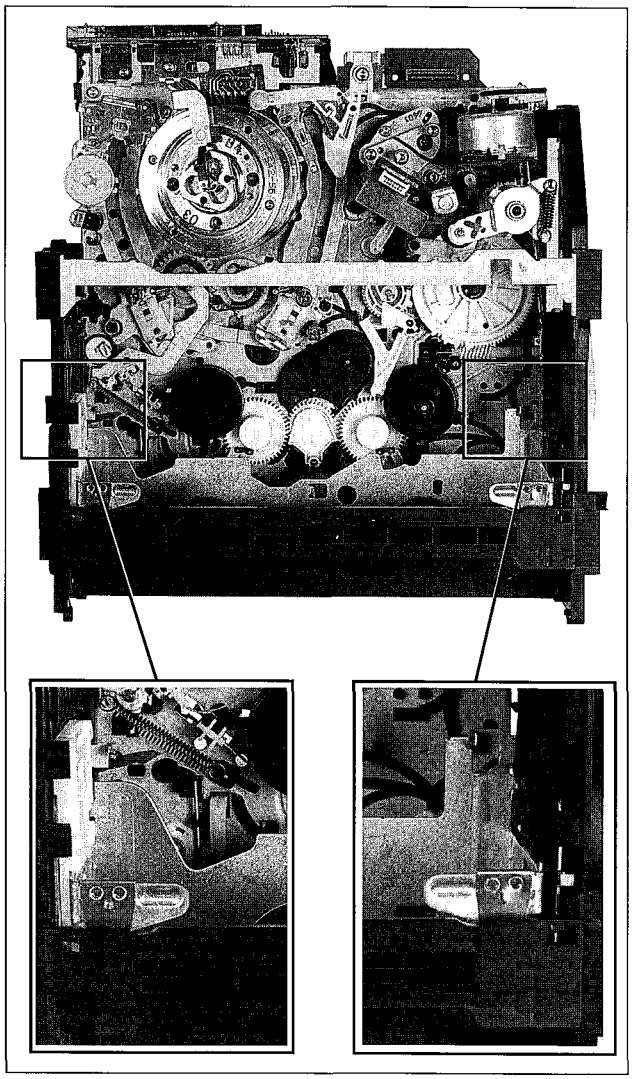

Fig. 1-11
3. Turn the loading pulley counterclockwise (front view) until the cassette compartment is locked by the right locking tab (fig. 1-11).
4. Clear the right locking tab by moving the lever forward (fig. 1-11).
5. Turn the loading pulley counterclockwise (front view) until the cassette compartment is locked by the left locking tab (fig. 1-11).
6. Clear the left locking tab by pressing down the lever (fig. 1-11).